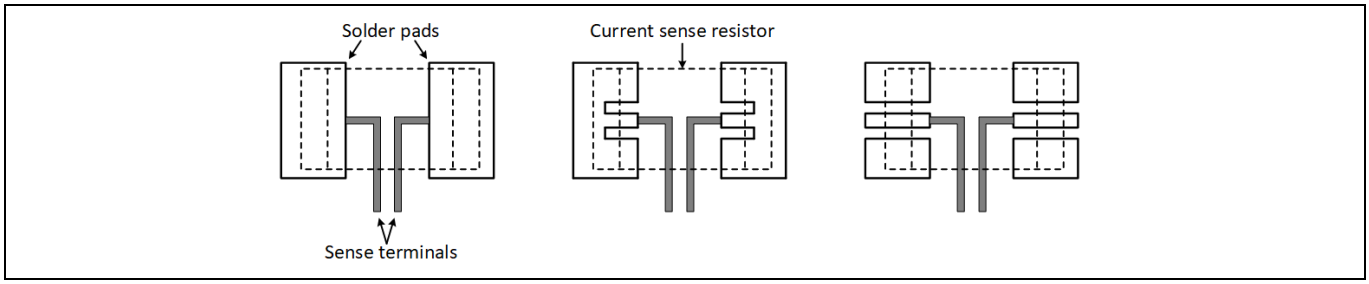

图 6 电流检测电阻的开尔文连接示例
1. 电流检测电阻的每个焊盘均采用开尔文连接。图 6 给出了几个开尔文连接的示例